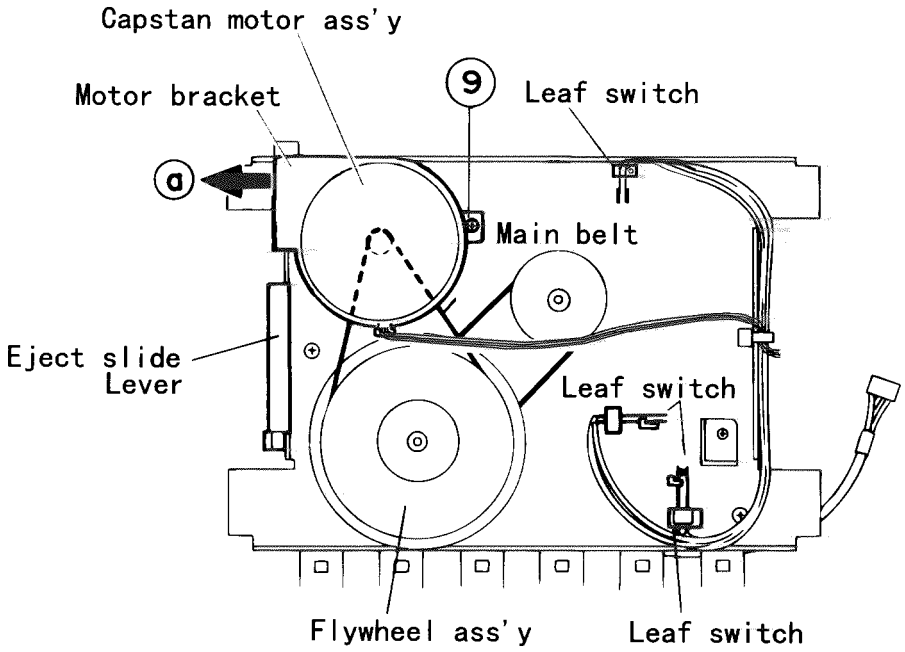
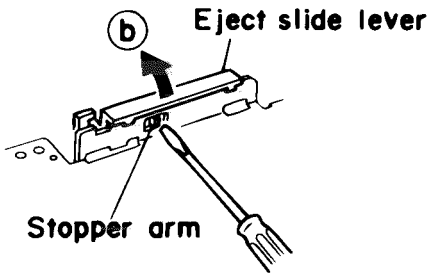

Fig.2-10
Fig.2-11
■ **Capstan motor** (Fig.2-10)
2. Remove one screw ⑨ retaining the capstan motor assembly from the back of the cassette mechanism assembly.
■ **Eject slide lever** (Fig.2-11)
1. Place the cassette mechanism back side frontward and disengage the stopper arm ⓑ of the Eject slide lever by pressing it inwards through the opening of the chassis with a small screwdriver as shown in Fig.2-11.